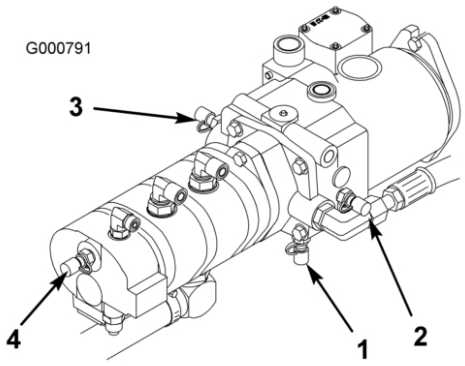

Figuur 69
4. Testpoort D bevindt zich op de onderkant van de hydrostatische transmissie (Figuur 69) en wordt gebruikt om de laaddruk van de transmissie te meten.
5. Testpoort E wordt gebruikt om de druk in de tractie in de vooruit-stand te meten (Figuur 69).
6. Testpoort E wordt gebruikt om de druk in de tractie in de vooruit-stand te meten (Figuur 69).
7. Testpoort G wordt gebruikt om de druk in de druk in het besturingscircuit te meten (Figuur 69).